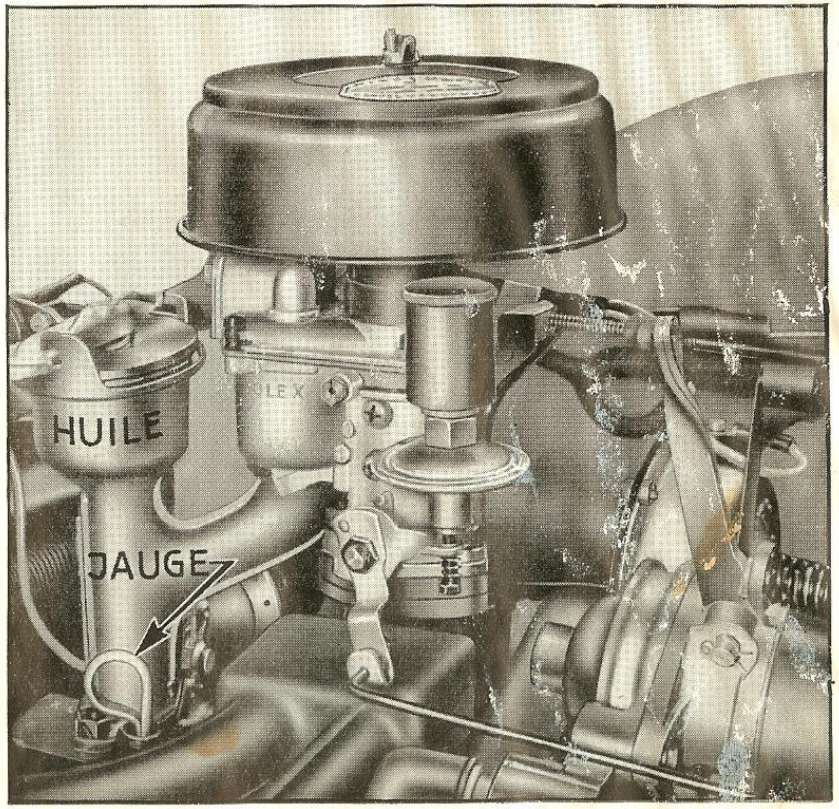

Afb. 1 — OLIEPEILSTAAF EN OLIEVULLING.
a) Het mag nooit dalen onder het streepje « min » aangebracht op de oliepeilstaaf (afb. 1.) Stijgt het boven het streepje « maxi » dan verbrandt de overtollige olie onmiddellijk. Controleer bij koude motor. Als U bijgevuld heeft niet vergeten de vulopening goed af te sluiten.